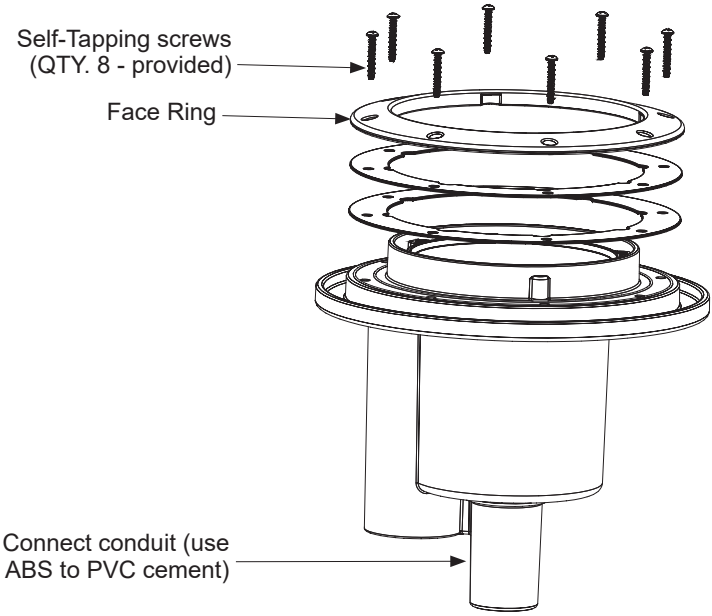

Figure 3.
7. Install the face ring, aligning the screw holes. Secure the face ring with the eight #8-18 x 1-inch self-tapping screws (provided), see Figure 3. Using a No. 2 Philips head screwdriver, tighten each retaining screw to **10 (minimum) - 15 (maximum) in-lbs** to secure the face ring and gaskets on the niche. DO NOT OVER TIGHTEN THE SCREWS. DO NOT ASSEMBLE WITH POWER TOOLS. Over tightening or using a motorized screwdriver on the sealing ring screws can over torque the screw threads and damage the niche housing and/or fiberglass seal.
3. Place the vinyl spacer on the niche aligning the screw holes. Note: there is only one correct orientation of the spacer where all screw holes are aligned with the niche. Fasten with the two #8-18 x 1/2-inch self-tapping screws (provided), see Figure 3 on page 8. Using a No. 2 Philips head screwdriver, tighten each retaining screw to **10 (minimum) - 15 (maximum) in-lbs** to secure the face ring and gaskets on the sump. DO NOT OVER TIGHTEN THE SCREWS. DO NOT ASSEMBLE WITH POWER TOOLS.
8. Secure the face ring to the niche with the eight #8-18 x 1-inch self-tapping screws (provided), see Figure 3 on page 6. Using a No. 2 Philips head screwdriver, tighten each retaining screw to **10 (minimum) - 15 (maximum) in-lbs** to secure the face ring and gaskets on the niche. DO NOT OVER TIGHTEN THE SCREWS. DO NOT USE A POWER TOOL TO SECURE THE SCREWS. Over tightening or using a motorized screwdriver on the sealing ring screws can over torque the screw threads and damage the niche housing and/or vinyl liner seal.